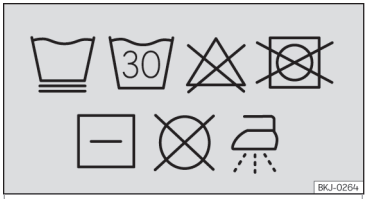

Fig. 115 Label on the covers: washing instructions symbols
- **Washing instructions for removable covers ››› Fig. 115:**